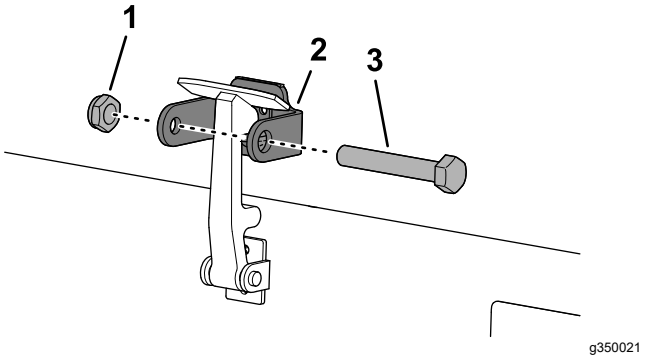

Figur 35
7. Skruva i skruven i den andra armen på motorhuvslåsfästet för att låsa spärren på plats (Figur 35).